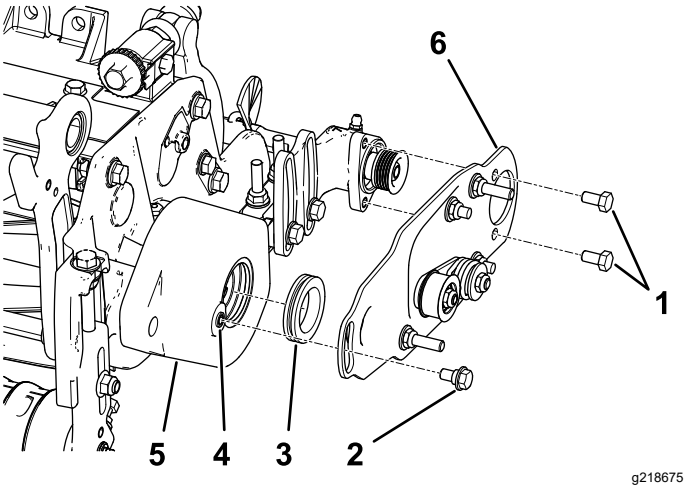

Figur 12
2. Påfør et belegg med fett på innsiden av gummitetningen i valsebørstehuset (Figur 12).
3. Monter hengselplaten på venstre eller høyre valsebørste (Figur 12).
Merk: Påse at lederullenheten er montert nederst som vist i Figur 12.
4. Påfør gjengeforseglermiddel på de to boltene (5/16 x ½ tomme) og bruk dem til å montere børsteplaten på valsebørstelagerhuset (Figur 12).
5. Rengjør eventuell lakk fra gjengene i valsebørstehuset med en 5/16–18-tapp før skulderbolten settes i (Figur 12).
6. Påfør gjengeforseglermiddel på skulderbolten (Figur 12).
7. Fest børsteplaten til valsebørstehuset med skulderbolten (Figur 12).